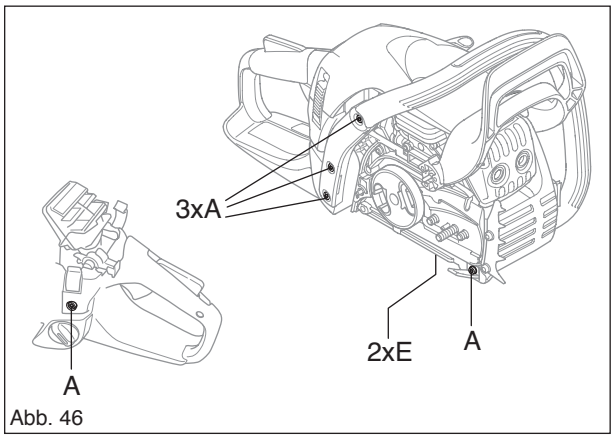

Abb. 46
Das 2-Wege-Ventil (C) hat folgende Eigenschaften: (Siehe Abb. 46.)
3. Griffbügel mit den Schrauben (A) einbauen. Die Schrauben mit den in den Servicedaten angegebenen Momenten anziehen. (Siehe Abb. 46.)